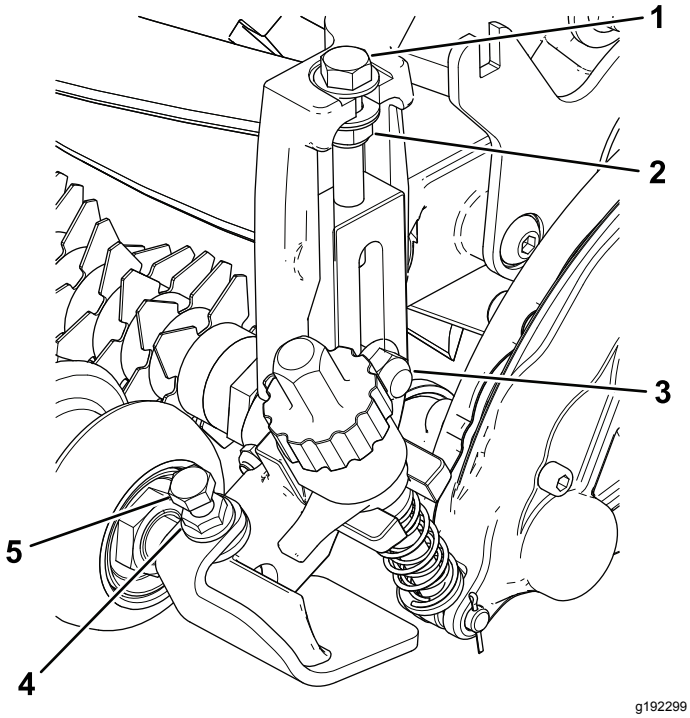

Figur 13
4. Stram låseskruene og låsemutterne som fester klippehøydebrakettenhetene til sideplatene (Figur 13).
5. Stram låsemutteren på klippehøydejusteringsbolten, skru deretter låsemutteren en 1/2 omdreining tilbake (Figur 13).
6. Sentrer den fremre valsen mellom klippehøydebrakettenhetene, og lås den på plass med hodeskruene og flensmutterne (Figur 13).